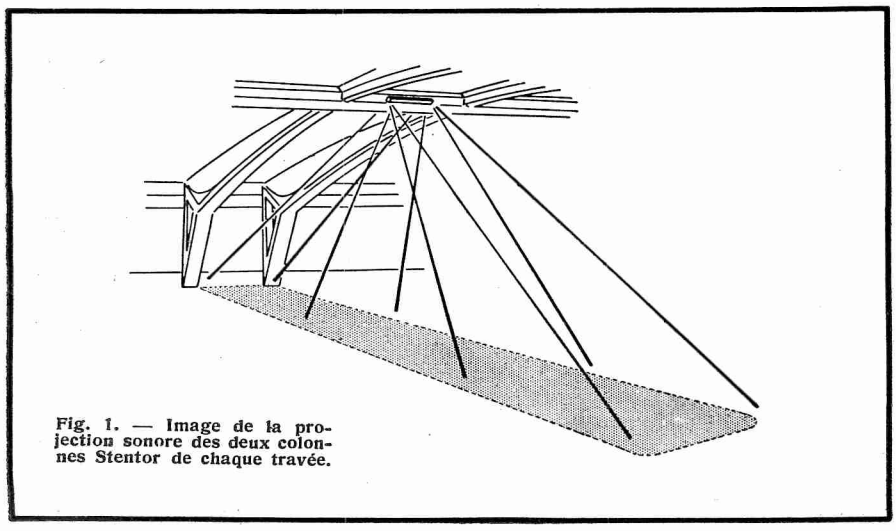

Fig. 1. — Image de la projection sonore des deux colonnes Stentor de chaque travée.
Fig. 3. — Schéma complet du pré-amplificateur - correcteur « Kitronic » type JTC-5. Les tensions indiquées sont les tensions nominales ; on trouvera dans le texte les valeurs moyennes relevées sur trois pré-amplificateurs. (Les courbes des figures 1 et 2 correspondent également à la moyenne des valeurs relevées sur trois prototypes.)
Les corrections obtenues concordent, à ± 1 dB, avec les courbes types qui ont été choisies (4), comme le montre la figure 1.
Pour bien comprendre la solution adoptée, il faut retenir d'abord qu'entre deux arches espacées de 6 m environ, deux « projecteurs » *Stentor* de 2 m de longueur, placés horizontalement de part et d'autre de l'arête centrale, assurent une projection sonore excellente sur une foule massée dans une zone rectangulaire de 6 m sur 60 m (dessinée en pointillés dans la figure 1).